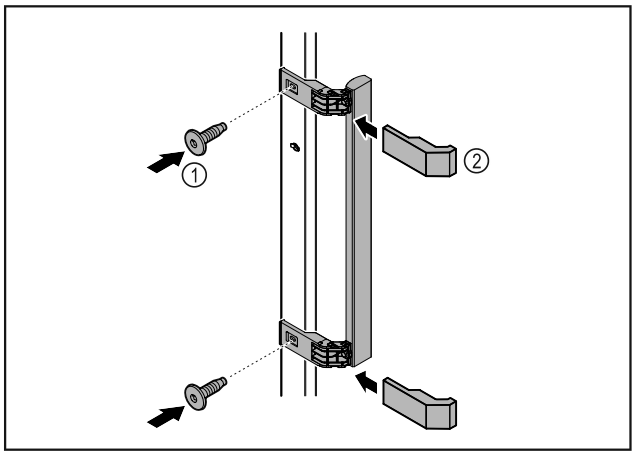

Fig. 5
▶ Griff aus dem Beipack mit den beiliegenden Schrauben *Fig. 5 (1)* an der Tür anbringen.
▶ Abdeckung *Fig. 5 (2)* aufsetzen.